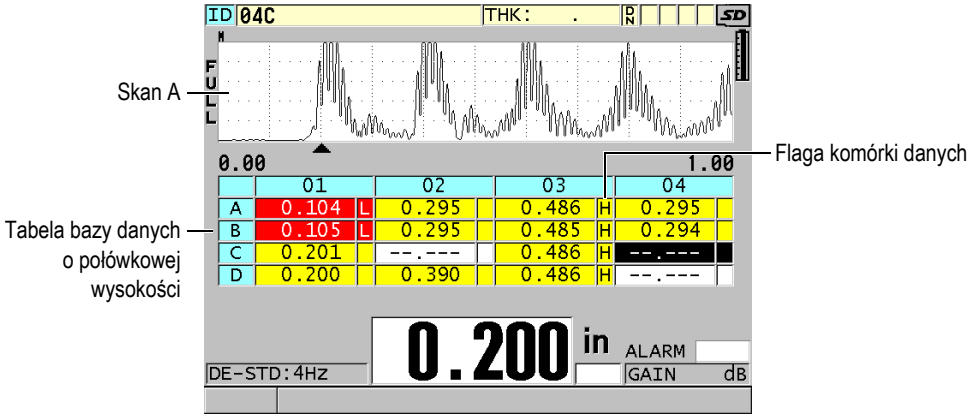

Rysunek 10-8 Przykład tabeli bazy danych o połówkowej wysokości
Tabela bazy danych jest tabelaryczną postacią danych z dwóch wymiarów (2D). Taka postać danych umożliwia swobodne poruszanie się w dowolnym kierunku po tabeli, a nie tylko korzystanie ze stałej listy identyfikatorów. Zamiast automatycznie zwiększać identyfikator o jeden w celu przejścia do następnego miejsca, można wybierać miejsce za pomocą klawiszy strzałek. Możliwe jest jednoczesne wyświetlanie skanu A, tabeli bazy danych i odczytu grubości (patrz Rysunek 10-8 na
8. Ustaw parametr **DATA CELL FLAG** (Flaga komórki danych) na jedną z dostępnych opcji, aby wyświetlać jedną flagę danych przy każdej komórce w tabeli bazy danych. Flaga komórki danych jest literą w małym polu na prawo od wartości grubości w komórce danych (patrz Rysunek 10-8 na stronie 178). Dostępne opcje: